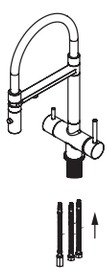

Рис. 3
3. Пропустите гибкую подводку в отверстие в столешнице. Присоедините гибкую подводку и подводку для фильтрованной воды к смесителю (рис. 3).